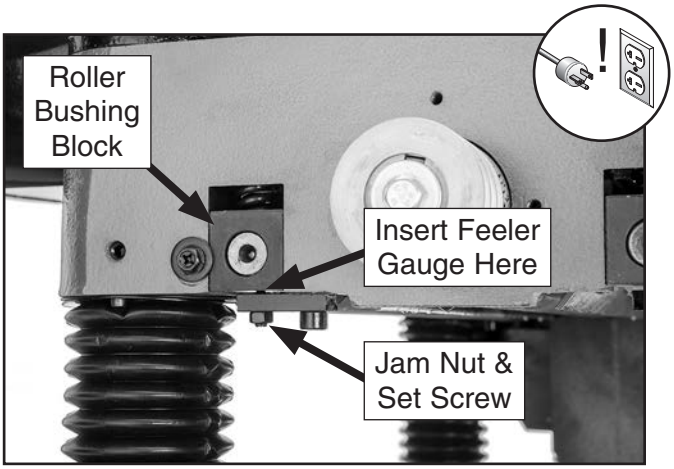

Figure 56. Example of feeler gauge location for adjusting infeed roller height when using wood blocks (one of two locations shown).
10. Loosen jam nuts and set screws on each side of infeed roller (see **Figure 56**).
11. Using a feeler gauge, adjust set screw so it is 0.040" from roller bushing block (see **Figure 56**), then tighten jam nut. Repeat on other side of infeed roller.